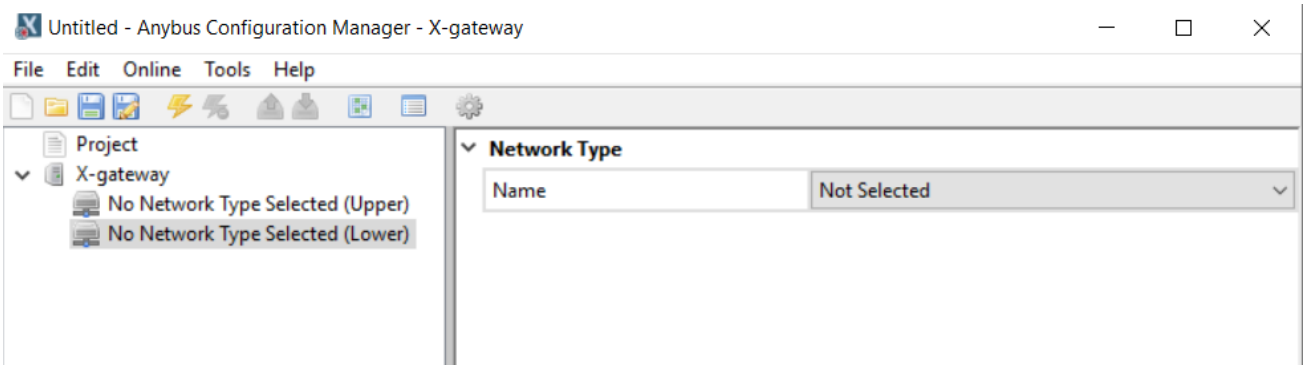

图 2-3 配置工具界面
2. 双击 Anybus Configuration Manager - X-gateway 后打开图 2-3 所示界面。配置过程推荐先将网关内的配置信息上传上来，然后根据实际情况修改输入输出字节数或控制状态字等参数信息，这样可以避免两侧网络选择错误。每一个 Anybus X-gateway 网关在出厂时都进行了默认配置，输出 20 个字节，输入 20 个字节。